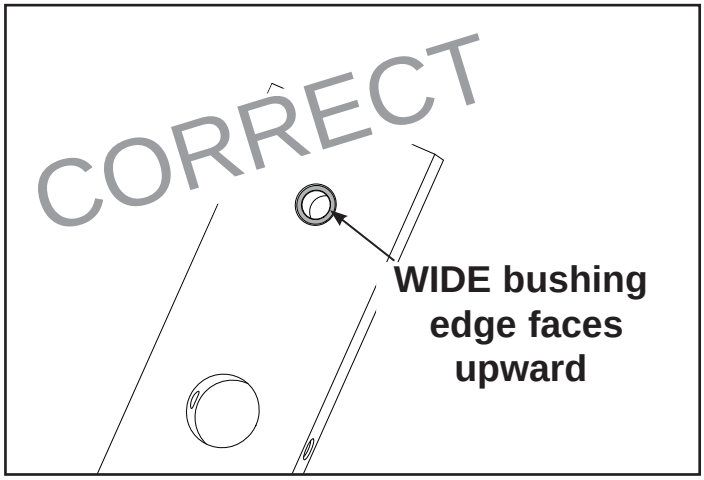

Figure 1A
M. Carefully align weight plate over guide rods and slowly lower weight plate. ***NOTE:*** *When installing weight plates, position plates so wide edges of bushing face upward and narrow edges of bushing face downward. See Figures 1A and 1B.*